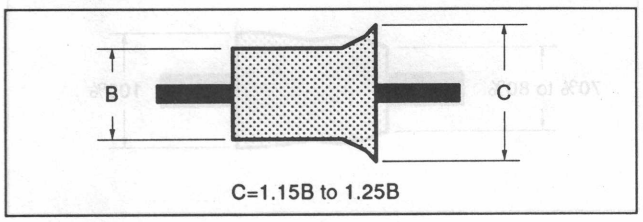

Fig. 7-77.
5) Raise the exit side waveform slightly by turning No. 5 guide. (See Fig. 7-77.)